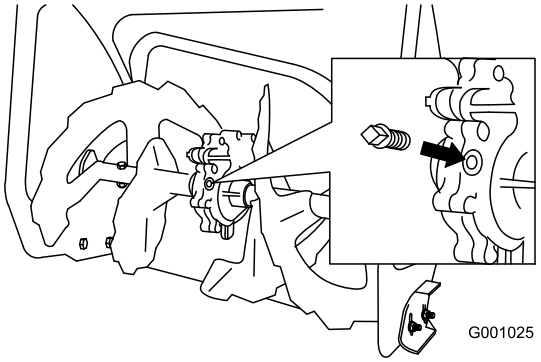

Bild 41
2. Reinigen Sie den Bereich um die Rohrverschluss (Bild 41).